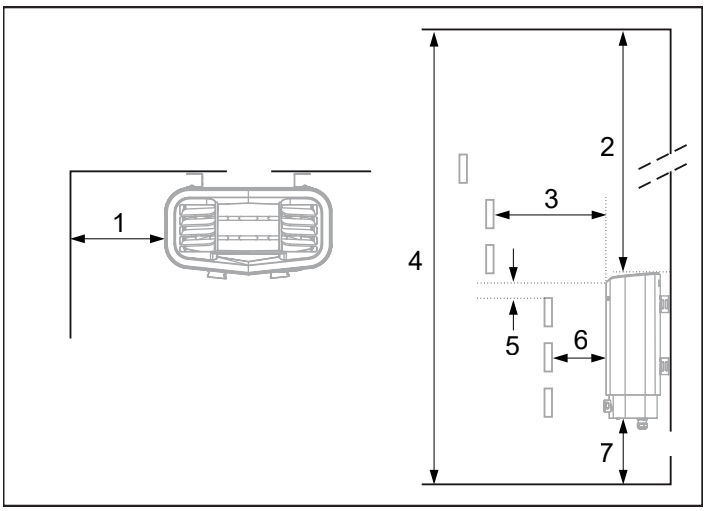

Afbeelding 2: Plaatsing van de kachel - normale installatie
- op veilige afstand van de vloer, zijwanden en binneninrichting (zie afbeelding 2).